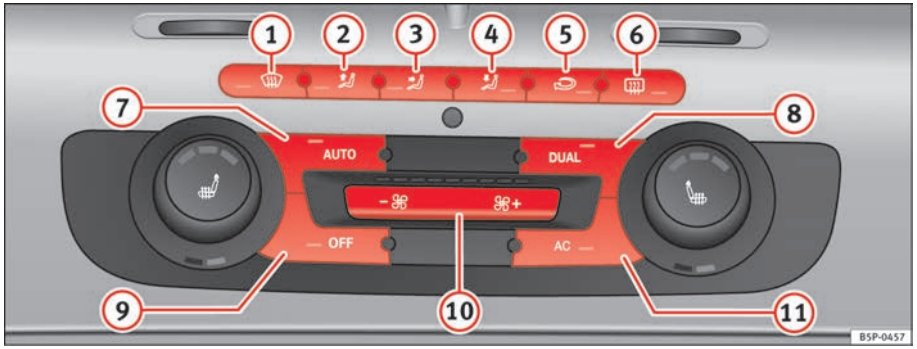

**Fig. 134 On the instrument panel: 2C Climatronic controls.**
– To enter manual mode, press one of the buttons ⇒ fig. 134 (1) to (5) or press the air flow control (10). The selected function is shown on the radio or navigator display.
– Press the button ⟲ ⇒ page 162, fig. 134 2 to switch air recirculation mode on or off. It is switched on if the following symbol appears in the display ⟲.